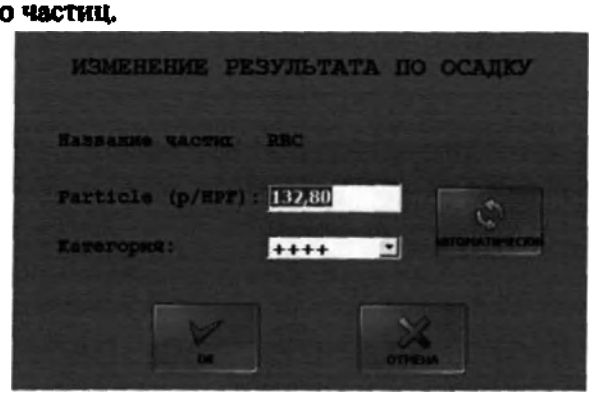

Рисунок 33. Диалоговое окно Изменение результата по осадку
2. В окне результатов частицы дважды нажмите левой клавишей мыши на первом класс частиц или ряде подкласса частиц, который нужно изменить. Появится диалоговое окно **Изменение результата по осадку** (Рисунок 33).